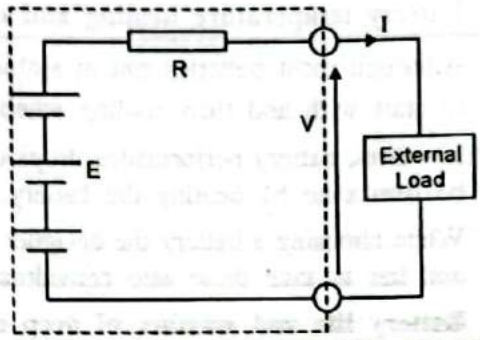

**FIG. 5.24 : SIMPLE EQUIVALENT CIRCUIT MODEL OF A BATTERY THIS BATTERY IS COMPOSED OF SIX CELLS**
- The 'internal resistance' and the equivalent circuit of a battery is shown in Fig. 5.24.
- The battery is represented as having a fixed voltage E, but the voltage at the terminals that different voltage V, because of the voltage across the internal resistance R. Assuming that a current I is flowing out of the battery, as in Fig. 5.24, then by basic circuit theory we can say that :